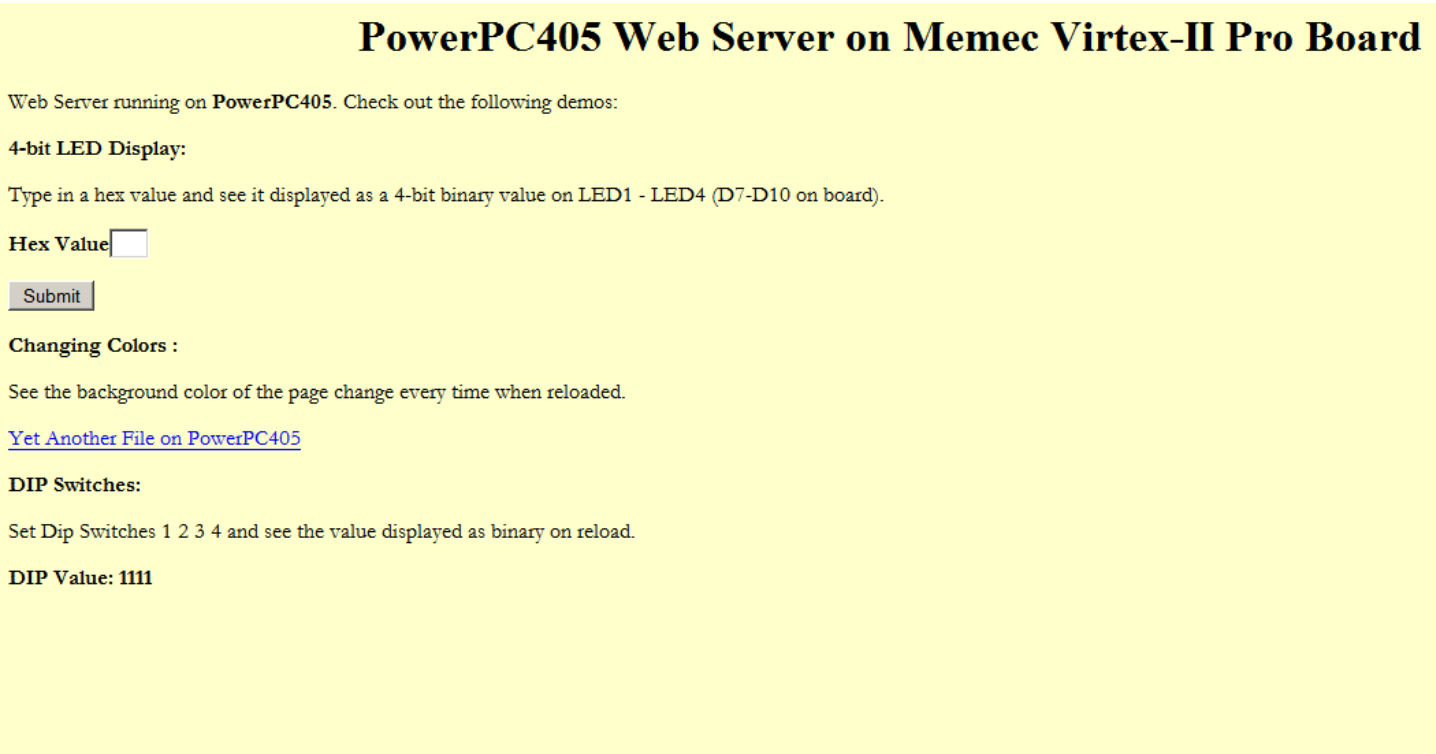

Figure 2: **Web Page to Control Web Server Operations**
The web server in the design displays a web page (see Figure 2) through which these operations can be performed:
5. The web server demo page should appear in the browser (see Figure 2). Follow the instructions to read the DIP switch values and write to the LEDs on the development board.